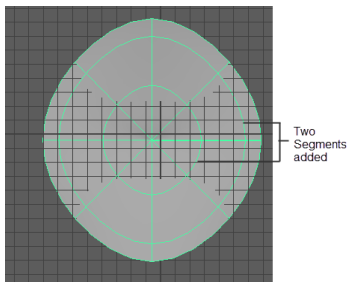

Figure 4-21 *The two new isoparms added*
9. Insert two new isoparms on *hat*, as discussed in steps 4 and 5. Figure 4-21 displays two isoparms added to *hat* in the bottom viewport.